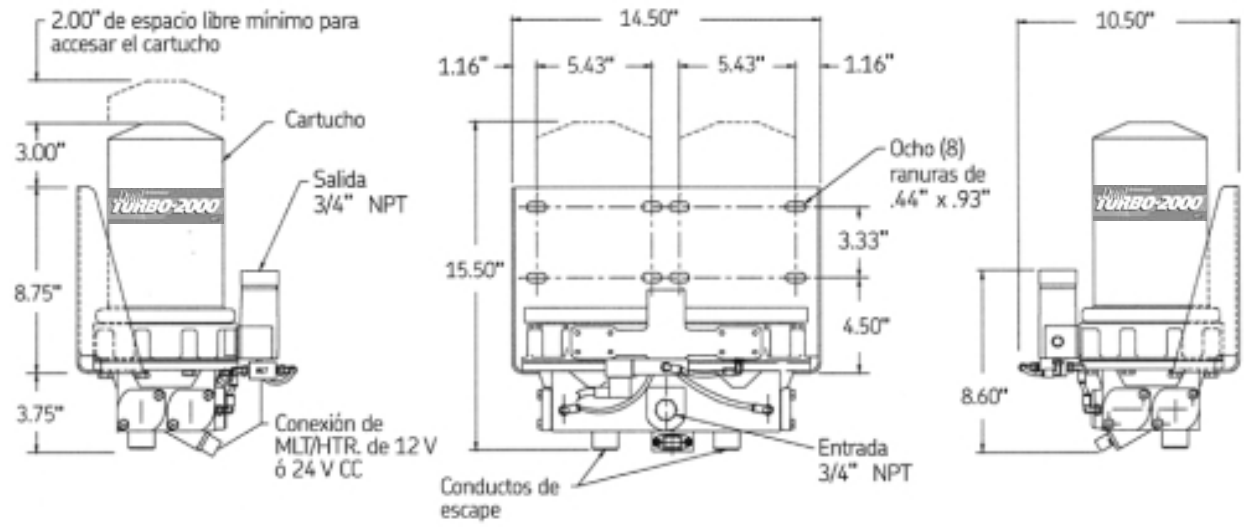

Fig. 1 Dimensiones de la unidad
- **Dimensiones de la Unidad:** (Ver Fig. 1)